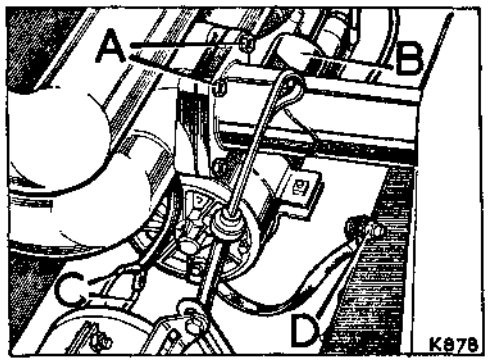

**Fig. A2-15. View of engine, LH side**
6. Disconnect the following items at the left-hand side of the engine; refer to Fig. A2-15 for location details: